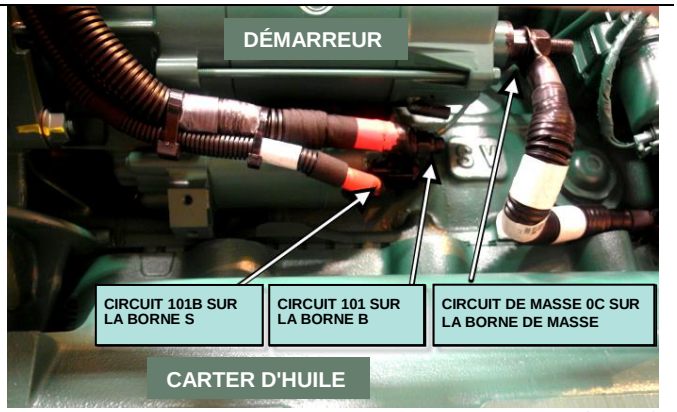

FIGURE 2
2. À l'aide d'un voltmètre ou d'un multimètre, vérifier la borne **B** du démarreur et la borne de **masse**. S'assurer qu'il n'y a aucune tension (0 V) avant de débrancher les câbles du démarreur (FIGURE 2).
4. Débrancher les circuits **0C**, **101** et **101B** sur le démarreur (se référer à la FIGURE 2). Bien nettoyer les cosses de câble si applicable à l'aide d'une brosse coupe en fils de laiton, d'une éponge à récurer Scotch-Brite ou d'une toile d'émeri. Retirer autant que possible l'ancien revêtement de Color Guard Rubber Coating.